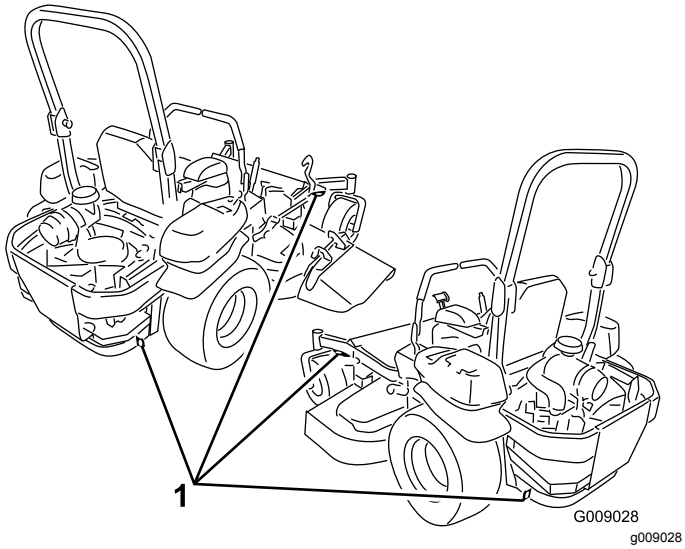

Figuur 39
5. Gebruik de bindogen op de machine om deze met banden, kettingen, kabels of touwen goed te bevestigen op de aanhanger of de vrachtwagen (Figuur 39).